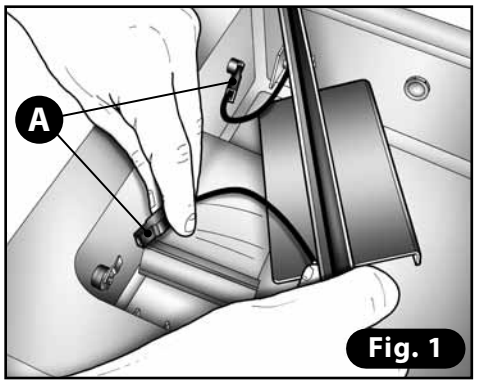

Fig. 1
2) Disconnettere i due cavetti della barra saldante **(A - Fig. 1)**.
1) Togliere la barra saldante **(A)** dalla sede sganciando i due cavi di collegamento **(B) (Fig. 1)**.